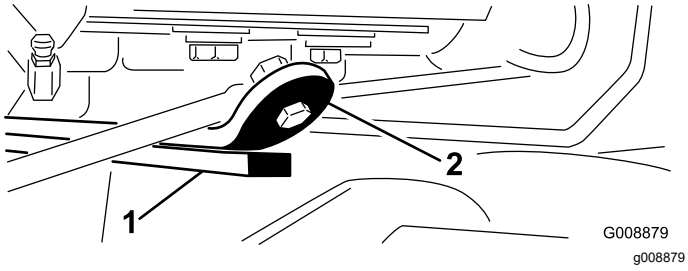

Figuur 28
3. Start de motor, breng de hefarmen omhoog en controleer of de speling tussen de band aan de bovenzijde van de slijtbalk op het achterste maaidek en de bumperband 0,51 tot 2,54 mm bedraagt; zie Figuur 28.